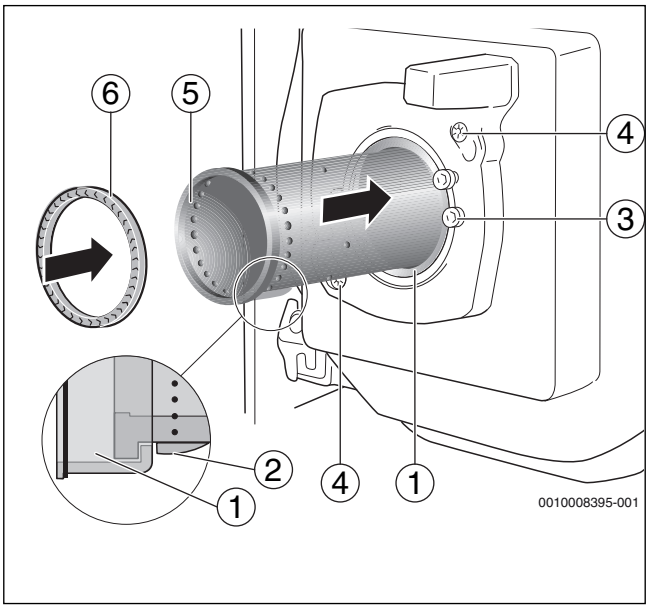

*Bild 38 Brennerrohr austauschen*
- Brennerrohr (→Bild 38, [5]) in das Stützrohr einsetzen. Dazu das Brennerrohr über die Nase (→Bild 38, [2]) hinweg bis gegen den Anschlag des Stützrohrs führen. Die Nase des Brennerrohrs muss dabei nach unten zeigen und einrasten (→Bild 38, [Lupe]).
- Neue Dichtung (→Bild 38, [6]) einsetzen.
▶ Vor dem Einbau des Brenners die Dichtung (→ Bild 38, [6], Seite 23) zwischen Mischsystem und Brennerrohr prüfen.
▶ Dichtung (→ Bild 38, [6], Seite 23) in das Brennerrohr einsetzen.